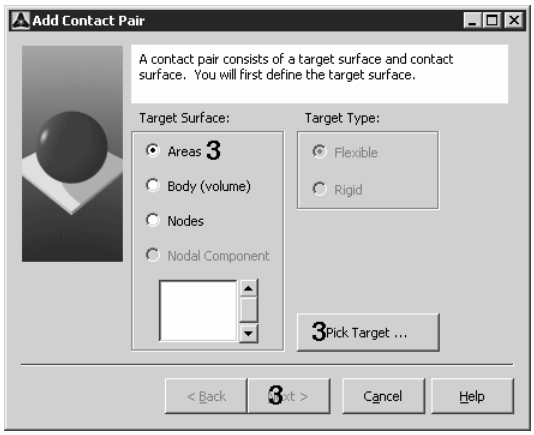

图 20.15 添加接触对对话框
2. 单击接触管理器中的工具条上的最左边按钮，将弹出 Add Contact Pair (添加接触对)对话框，如图 20.15 所示。